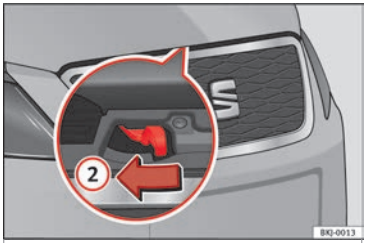

Fig. 10 Palanca bajo el capó.
- Para levantar el capó haga presión hacia la izquierda en la palanca situada debajo del capó, en el centro ››› fig. 10 ②. Los ganchos de sujección quedan desbloqueados.